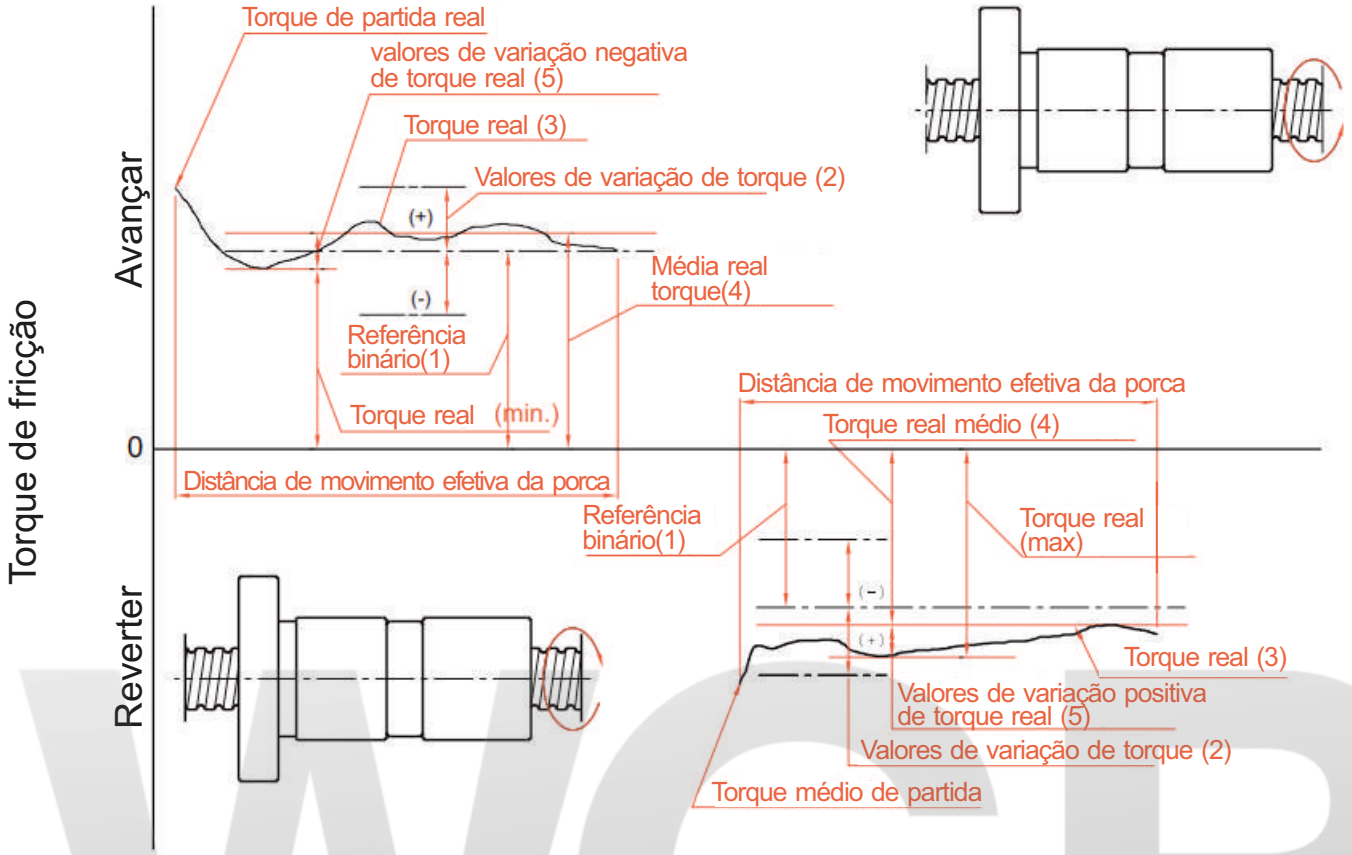

Fig 1.3.3 Descrições do torque de pré-carga
O torque dinâmico de pré-carga alvo Fig 1.3.3-(1)
Os valores de variação das taxas de variação de torque de pré-carga alvo são especificados geralmente com base no JIS padrões conforme indicado na Fig. 1.3.3